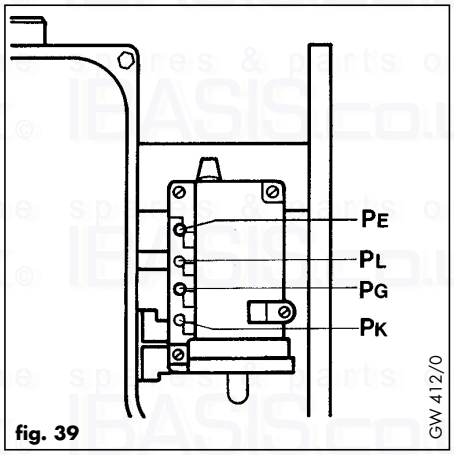

fig. 39
5.8 Gas inlet working pressure (fig. 39)